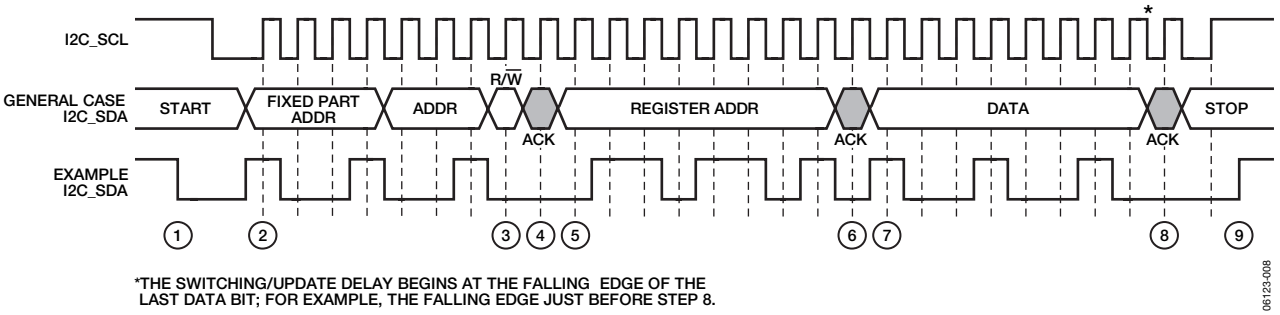

図29. I²C書込みのタイミング図
AD8191レジスタ・セットにデータを書き込むには、I²Cマスタ（マイクロコントローラなど）からAD8191スレーブ・デバイスに制御信号を送信する必要があります。その信号は、特に指定がない限りI²Cマスタによって制御されます。この手順のタイミング図については、図29を参照してください。書込みの手順は以下のとおりです。
- 9a. ストップ状態を送信し（I2C_SCLラインをハイレベルに維持して、I2C_SDAラインをハイレベルにします）、バスの制御を開放してトランザクションを終了します（図29を参照）。